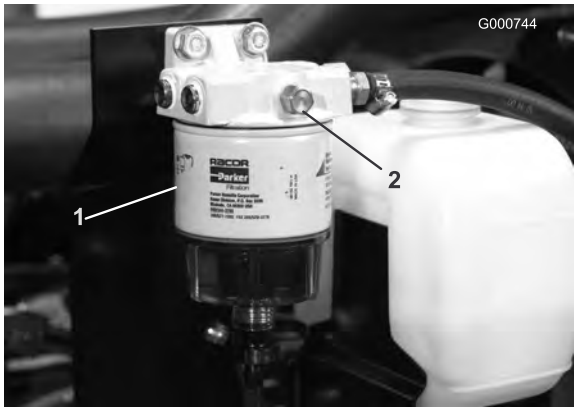

Figura 37
3. Abra o tampão de ventilação do filtro de combustível/separador de água (Figura 37).